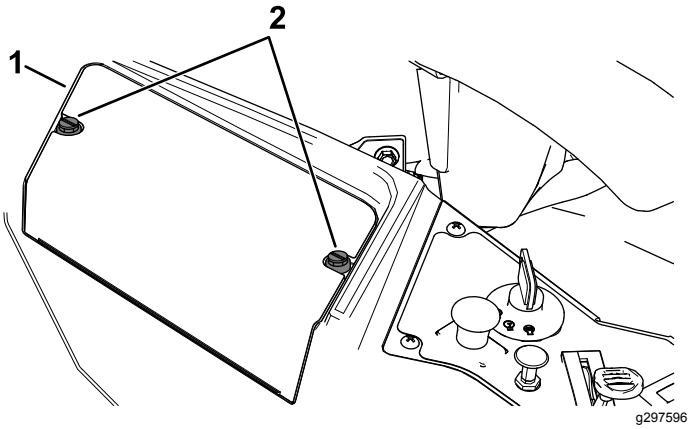

Figuur 55
3. Draai de 2 bevestigingen op het accudeksel een kwartslag linksom en verwijder het accudeksel (Figuur 55).
6. Monteer het accudeksel door het naar beneden te drukken en de 2 bevestigingen rechtsom vast te maken (Figuur 55).